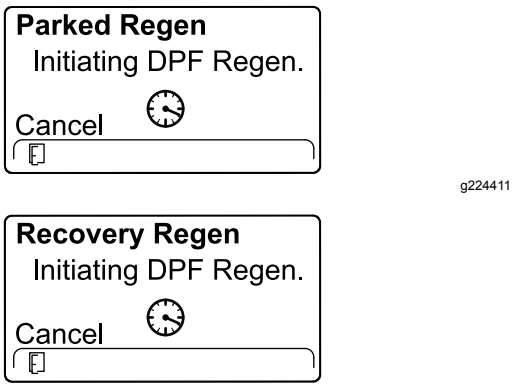

Figur 58
5. InfoCenter viser STARTER DPF-REGENERERING-meldingen (Figur 58).